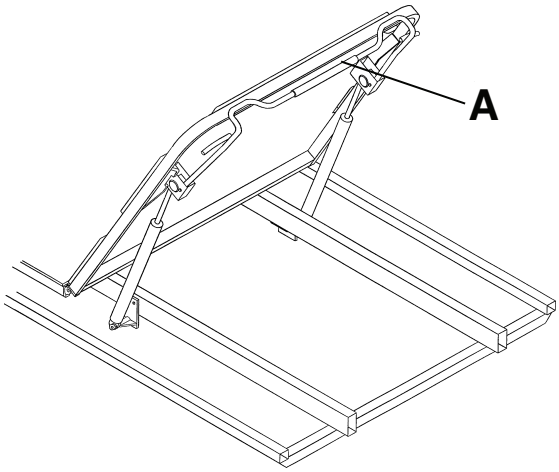

Rysunek 5 – Pneumatyczne oparcie pleców
Aby podnieść oparcie pleców, należy ścisnąć jeden lub oba uchwyty zwolnienia oparcia pleców (A) i pociągnąć oparcie pleców do góry, do żądanej pozycji (Rysunek 5).